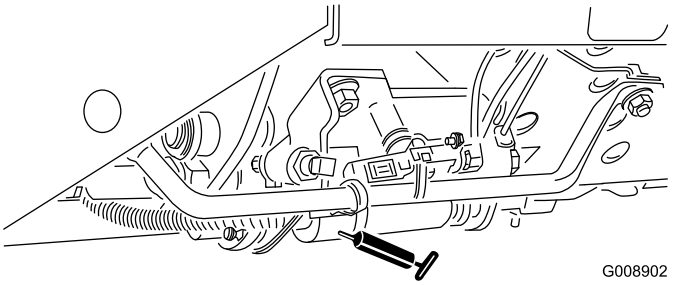

Figur 38
- Klippe/transportskyder (Figur 38)